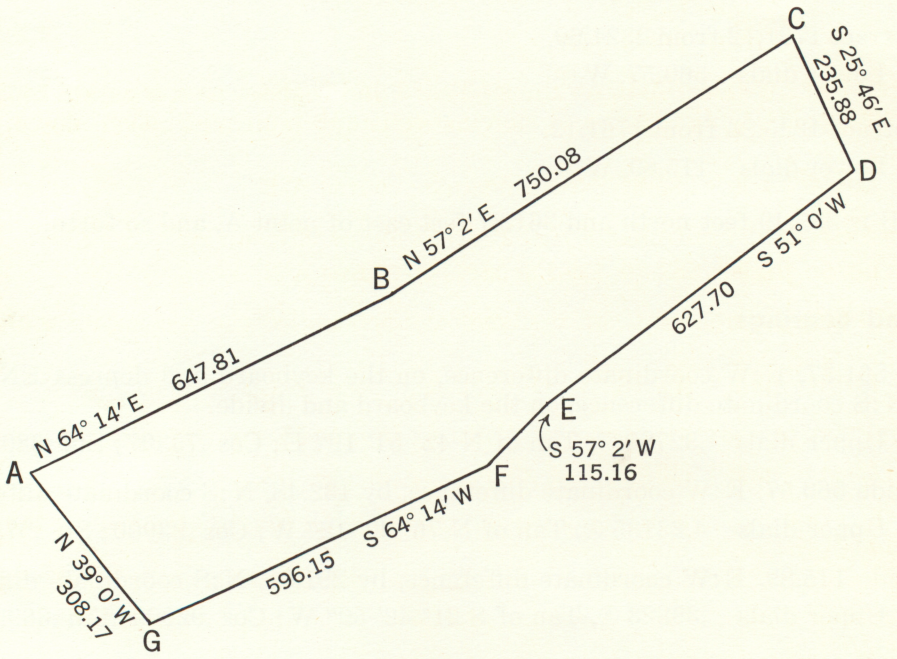

**FIGURE 5**
**Example 1** Given the data for the closed traverse of Figure 5, calculate the latitudes and departures, double meridian distances, and area.